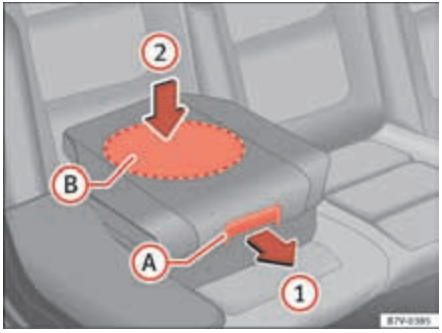

Fig. 34 Integrated child seats. lowering the cushion.
- Pull the unlock lever ⇒ fig. 34 (A) on the cushion in the direction of the arrow (1).
- Push the cushion down through the *central* area (B) in the direction of the arrow (2) until it safely engages ⇒ (!). The side supports fold away automatically.
When lowering the integrated child seat, only press on the centre of the cushion ⇒ page 55, fig. 34 (2). Otherwise the cushion could bend and not engage properly. ■